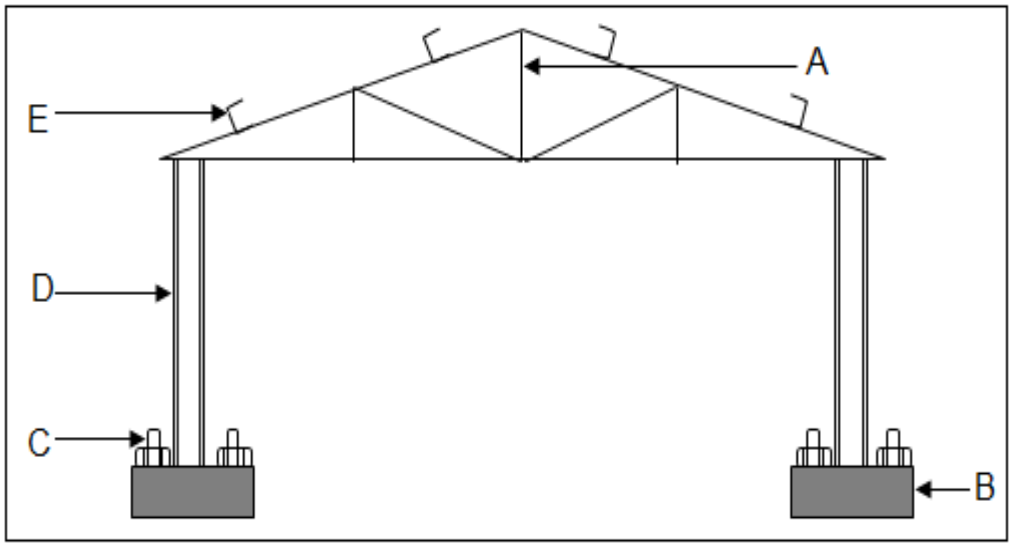

FIGURE 2 (5)
3.2 Label the indicated parts of the roof truss shown in FIGURE 2 by writing the answer next to the letter (AE) in the ANSWER BOOK.